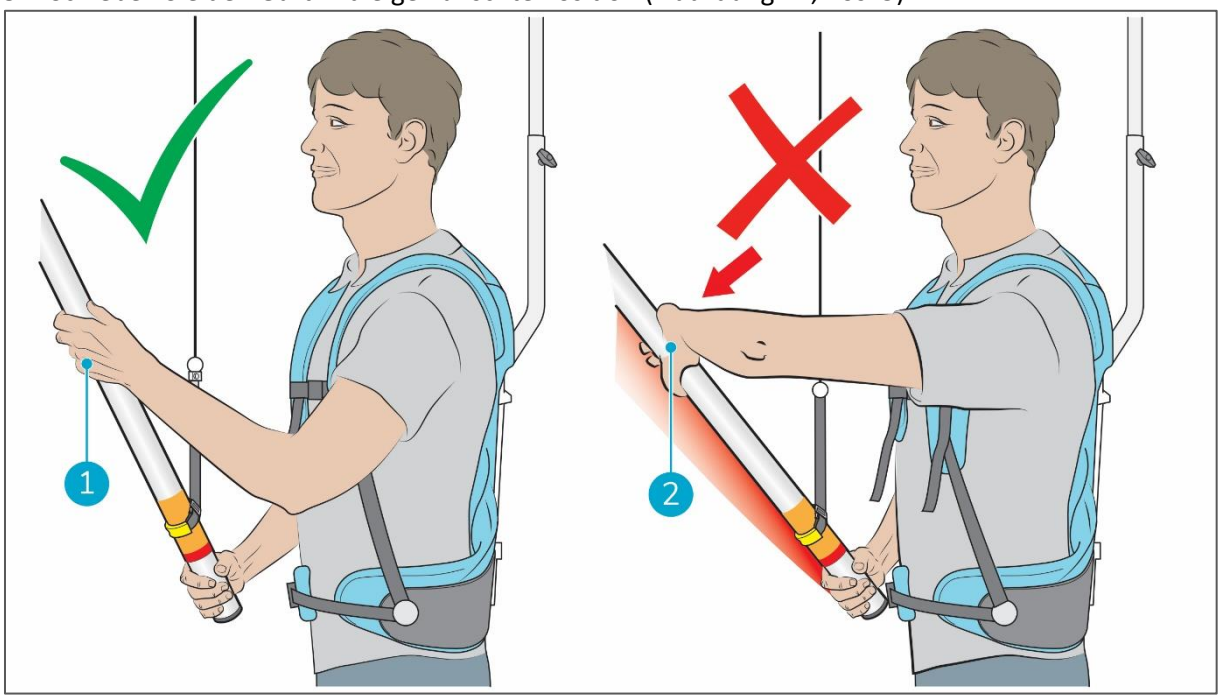

Abbildung 13
9. Nehmen Sie die Teleskopstange mit einer Hand über und einer Hand unter dem Halteband (Abbildung 13, Pos. 1).
Arbeiten Sie nicht mit der Hand oben auf der Teleskopstange (Abbildung 13, Pos. 2). Dies belastet Arm und Schulter zu stark und kann zu Verletzungen führen.